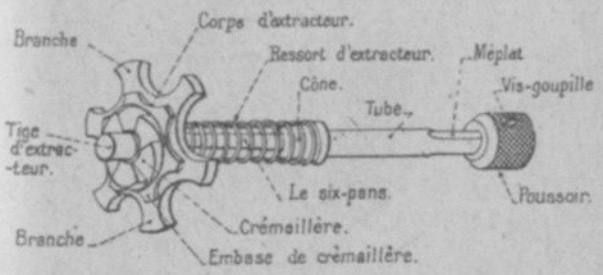

Fig. 7. — Extracteur.
8. Extracteur (fig. 7). — Il comprend :